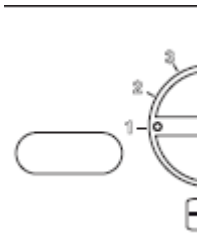

рис. 5.38
• Установите ручки 2 и 3 как указано на рис. 5.38.
• Для настройки коэффициента К, определённого рисунком 5.37, нужно войти в программирование, удерживая 15 секунд кнопку «сброс» 4, см. рис. 5.38 до появления параметра Р01 на дисплее LCD; на дисплее LCD отобразится следующее (изображение Р01 чередуется с -- -- --).
• Нажимайте кнопку «сброс» 4 (см. рис. 5.38), для перехода к параметру Р15 для настройки коэффициента К;